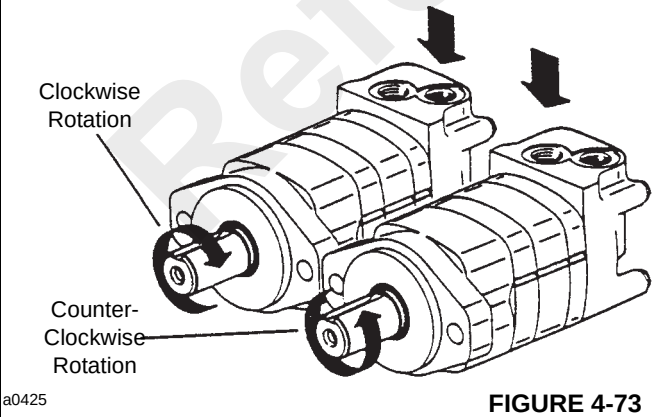

FIGURE 4-73
16. Locate any one of side openings of the valve (13) and align this opening with the open slot of the valve plate that is line with largest open pocket of the gerotor. Install the valve by rotating it clockwise until the spline teeth engage (1/2 spline tooth maximum). This will provide the proper rotation when pressurized as shown in Figure 4-73.